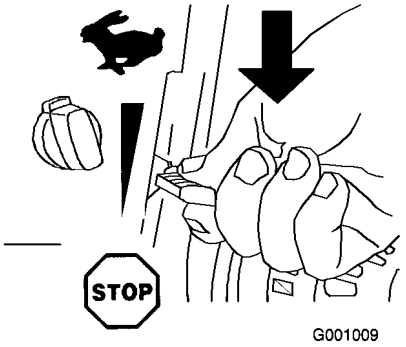

Bild 31
1. Schieben Sie den Gasbedienungshebel auf die Stopp-Stellung (Bild 31).